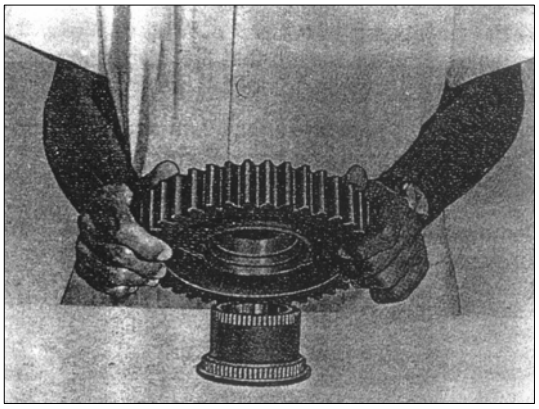

РИС. 210
1) Поставьте опорную втулку ведомой шестерни 1-й передачи на чистый стол. Смажьте посадочные места иголок подшипника и установите иголки на ступицу шестерни 1-й передачи (62 иголки на нижней ступени и 53 на верхней) установите шестерню 1-й передачи на ступицу зубчатым венцом синхронизатора вверх (см. рис. 210).